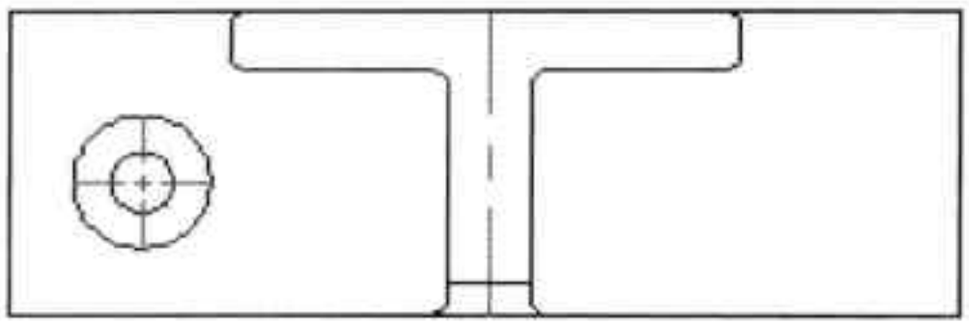

图21-98 绘制同心圆
Step 19 执行“圆”命令，绘制圆心距顶部边 17，距左边 12.5，直径分别为 6 和 13 的同心圆，如图 21-98 所示。